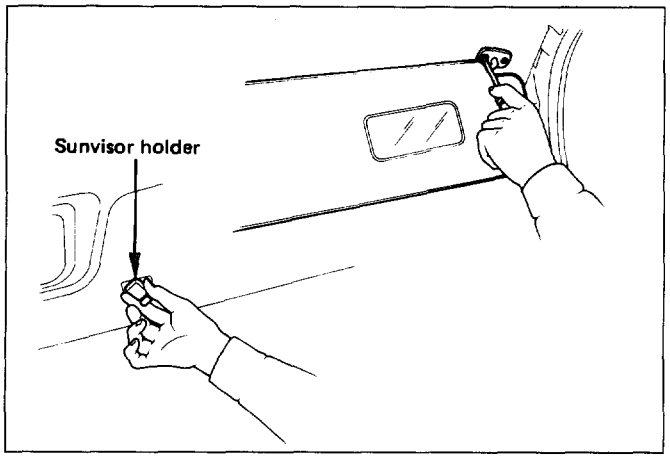

Fig. 10-233
5. **Sunvisors (Fig. 10-233)**